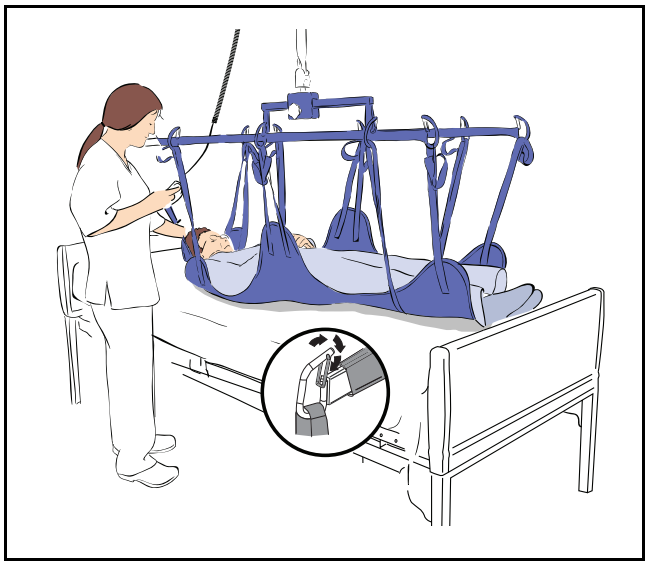

Fig. 13
5) Attacher fixement toutes les boucles du harnais (voir Fig. 13).
AVERTISSEMENT : lors de la fixation d'un harnais à boucles au cadre de civière réglable, s'assurer que les boucles sont positionnées correctement et que les loquets ferment les crochets comme indiqué sur la figure 13.